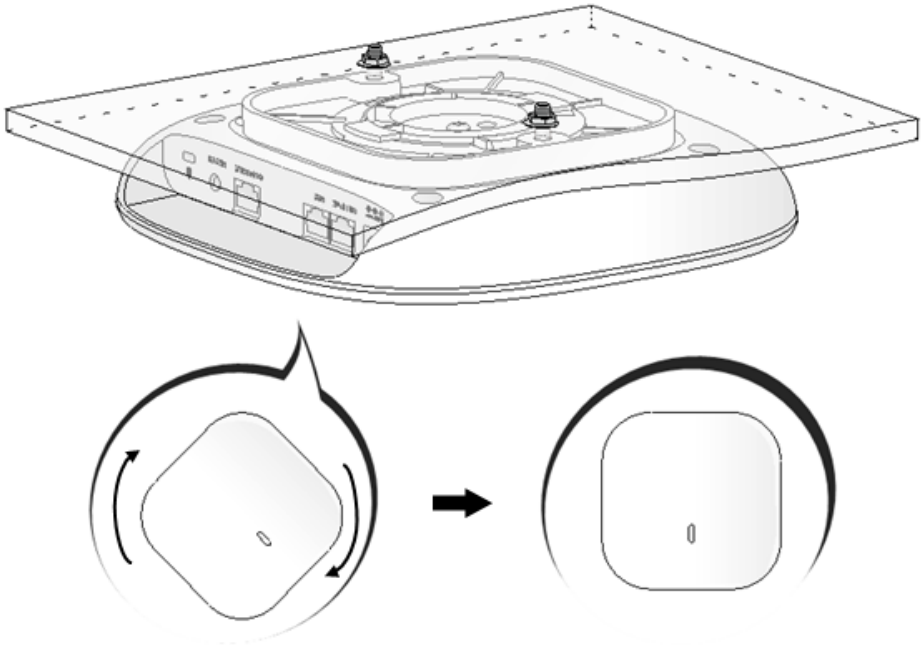

図 3-13 装置の天井への取り付け
5) 装置用ブラケットを壁面/天井用ブラケットのくぼみに合わせて揃えた後、図 3-13 のように時計回りに回してください。